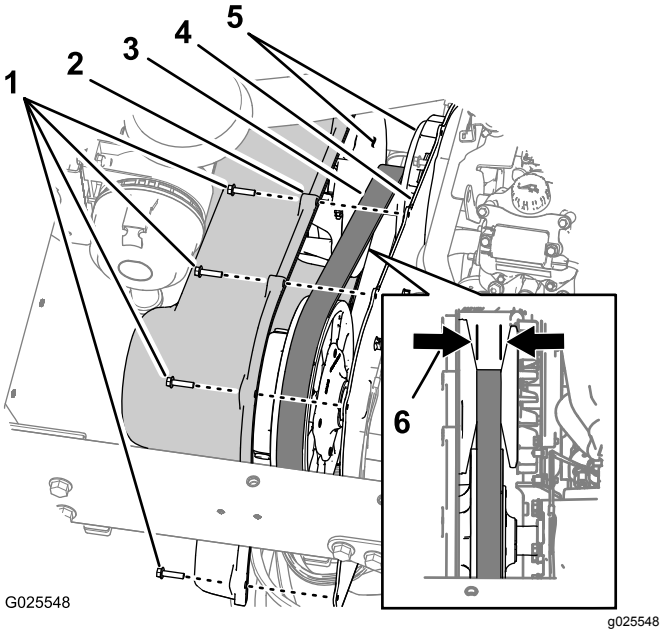

图63
1. 卸下将变速箱盖固定至变速箱安装板的 9 个六角垫圈螺栓¼ x 1 英寸图63。
2. 将盖子向前移动直至可以看到传动皮带图63。
3. 检查主离合器的锥形面看是否有损坏迹象图63。
4. 检查传动皮带的齿轮是否丢失或损坏图63。
5. 横向测量皮带并记录皮带宽度图63。
注意 如果皮带宽度是 29.5mm 或更窄请更换皮带图63。
6. 将变速箱盖上的孔与安装板上的孔对齐图63。
7. 使用在步骤 图63 中卸下的 9 个六角垫圈螺栓¼ x 1 英寸将盖子固定到安装板上1并上紧螺栓扭矩至 10.212.4N·m。